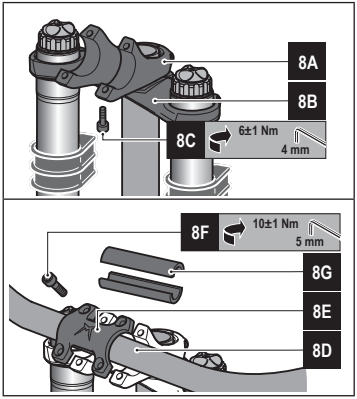

Abbildung 8 - *Montage Lenkerbefestigung*
- Das untere Montagesegment der Lenkerbefestigung auf der oberen Gabelbrücke montieren (siehe **8A** und **8B** in **Abbildung 8**).
- Das untere Montagesegment der Lenkerbefestigung an der oberen Gabelbrücke festmachen, die Schraube mit einem 4mm-Inbusschlüssel mit dem vorgesehenen Moment (**6±1 Nm**) anziehen (siehe **8C** in **Abbildung 8**).
- Den Lenker montieren und im unteren Montagesegment der Lenkerbefestigung zentrieren (siehe **8D** in **Abbildung 8**).
- Das obere Montagesegment der Lenkerbefestigung über dem Lenker montieren (siehe **8E** in **Abbildung 8**).
- Den Lenker festmachen, dazu die Schrauben mit einem 4mm-Inbusschlüssel mit dem vorgesehenen Moment (**6±1 Nm**) anziehen (siehe **8F** in **Abbildung 8**).
Für die Montage von Lenkern mit anderem Durchmesser sind "Adapterschalen" lieferbar, die um den Lenker anzubringen sind (zwischen dem Lenker und den einzelnen Segmenten der Lenkerbefestigung) und ihn in Position halten (siehe **8G** in **Abbildung 8**).